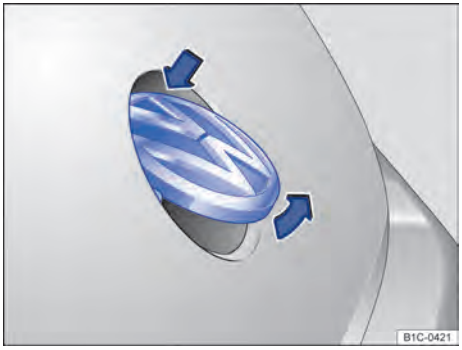

Fig. 34 Abrir a tampa traseira por fora.
- Com o polegar, pressionar a parte superior do logo Volkswagen ⇒ Fig. 34 e rebatê-lo para fora por baixo. Tocar com a mão embaixo do logo e levantar a tampa traseira.